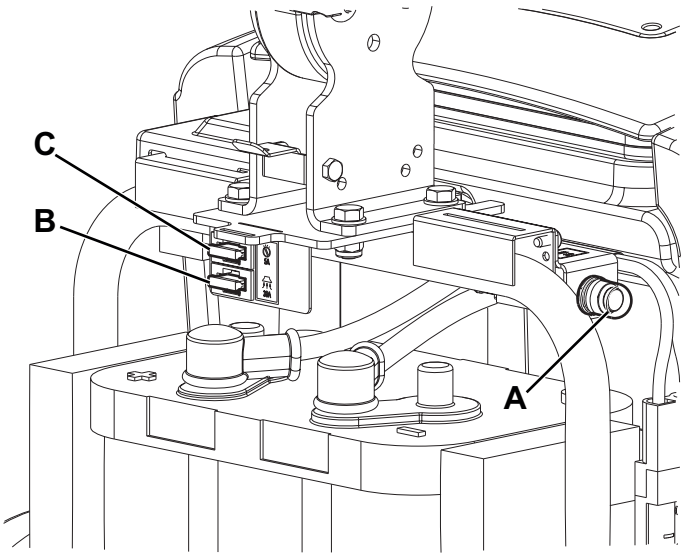

**Figure 8**
2. Check that the function selection knob (31) is turned to “0” and disconnect the battery connector (7).
3. Open the cover (4) and check one of the following fuses for deactivation or integrity (Fig. 8):
- (A): F1 (35 A) circuit breaker, brush motor.
- (B): F2 (30 A) blade fuse, vacuum system motor.
- (C): F3 (5 A) blade fuse, accessories.